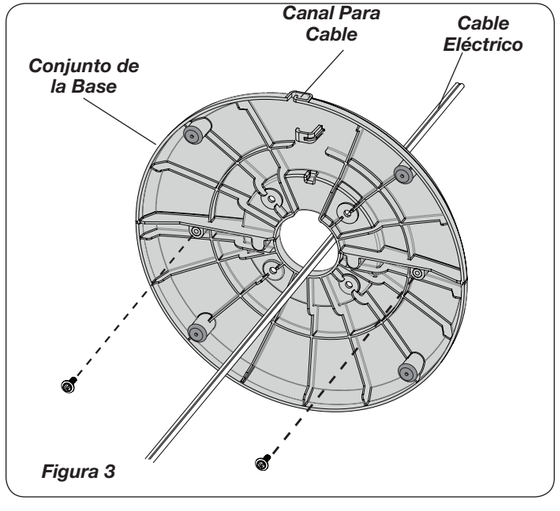

Figura 3
2. Fije las mitades de la base con (2) tornillos M4 X 13 mm. Pase el ***Cable Eléctrico*** por el gran orificio que se encuentra del ***Conjunto de la Base***. **NOTA:** El ***Canal Para Cable*** en la parte inferior de la base debe estar hacia la parte posterior del Calentador. ***(Figura 3)***